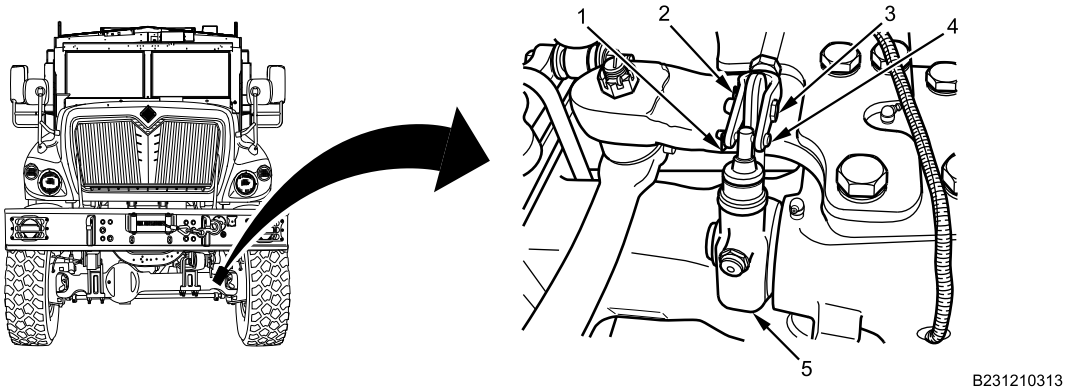

Figure 1. Two-Pin Slack Adjuster Removal.
1. Remove small clevis pin (Figure 1, Item 4) and clip (Figure 1, Item 1) from slack adjuster assembly (Figure 1, Item 5). Discard clip.
2. Remove large clevis pin (Figure 1, Item 3) and clip (Figure 1, Item 2) from slack adjuster assembly (Figure 1, Item 5). Discard clip.